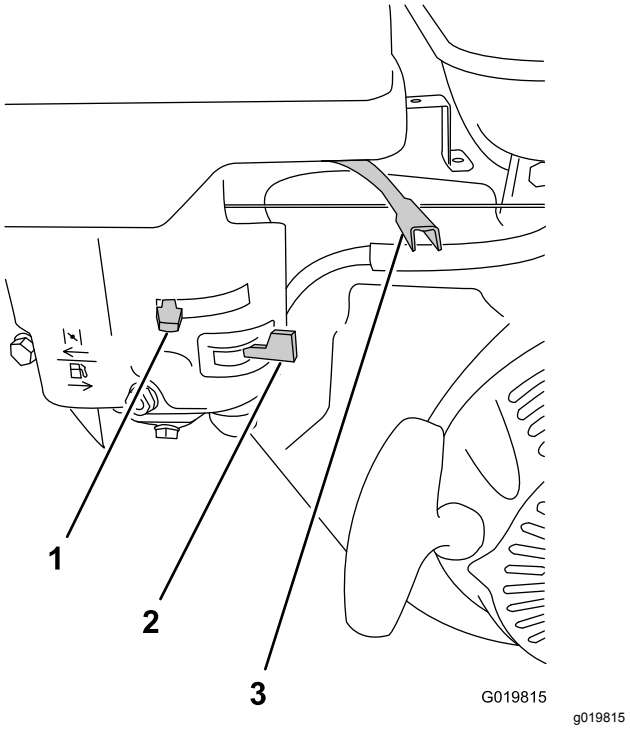

Figure 32
2. Move the fuel valve to the OPEN position, all the way to the right (Figure 32).
3. Move the choke lever to the ON position (Figure 32).